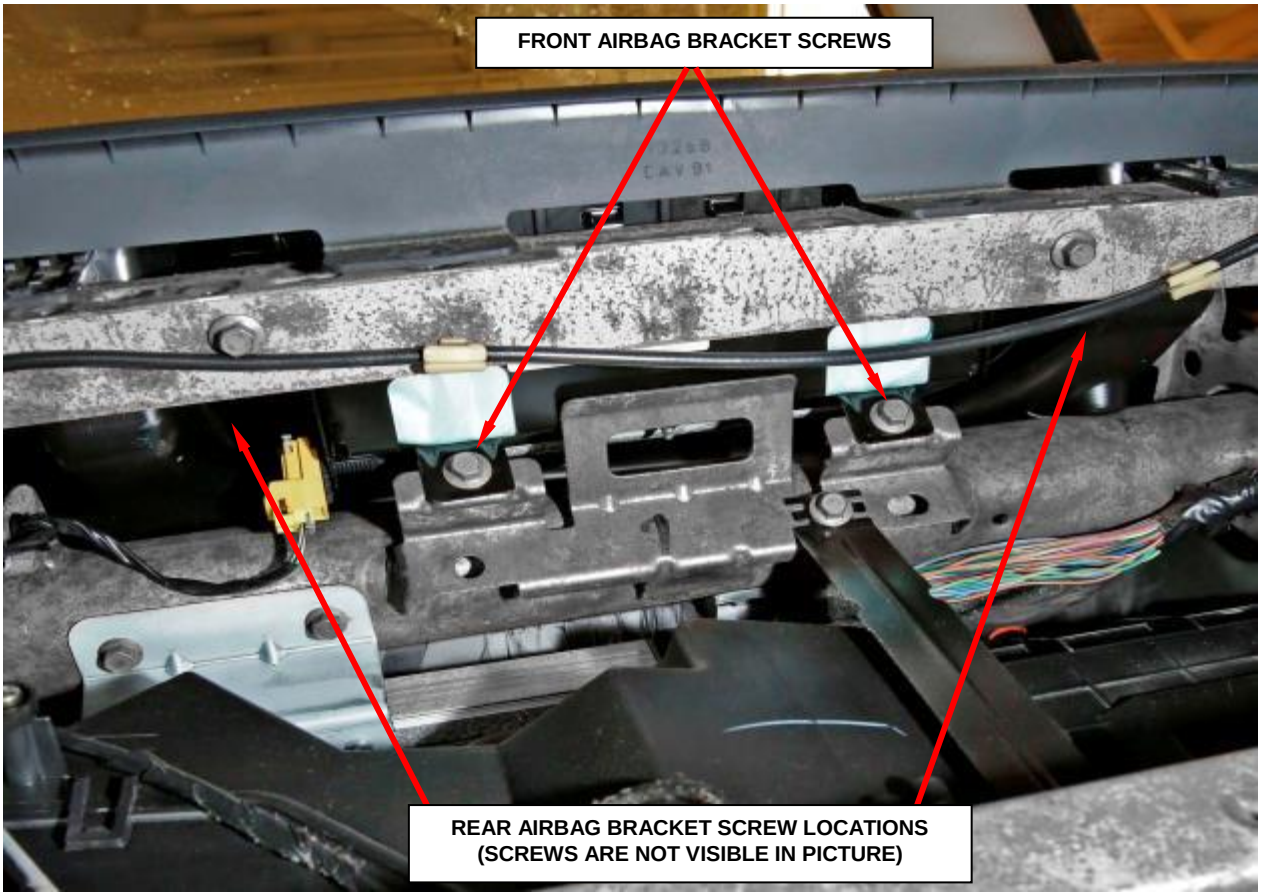

**Figure 15 – Passenger Airbag Bracket Screws**
13. Reach through and above the glove box opening to access and remove the two screws that secure the passenger airbag rear brackets to the upper glove box opening reinforcement (Figure 15).
14. Reach through and above the glove box opening to access and remove the two screws that secure the passenger airbag front brackets to the instrument panel structural support (Figure 15).